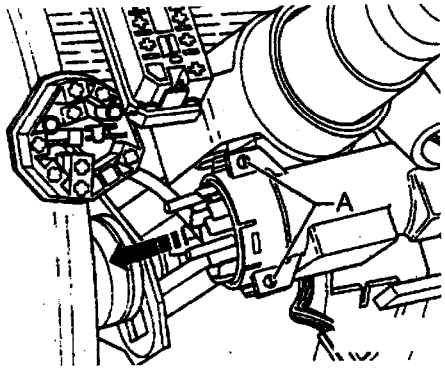

图 6－71
(1) 拆卸
①拆卸转向柱开关的上的下罩壳。
②如图 6－71 所示。从点火开关那儿拔出多脚插头。除去固定螺栓 A 的螺丝孔中的保护漆。